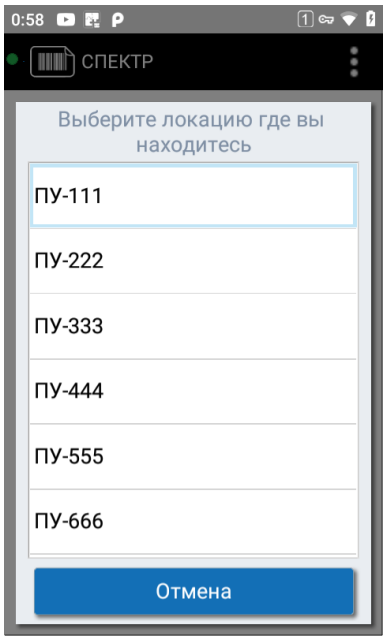

Рисунок 142. Выбор локации
1. Нажмите «Маркировка» и выберите локацию, где вы находитесь (см. Рисунок 142).